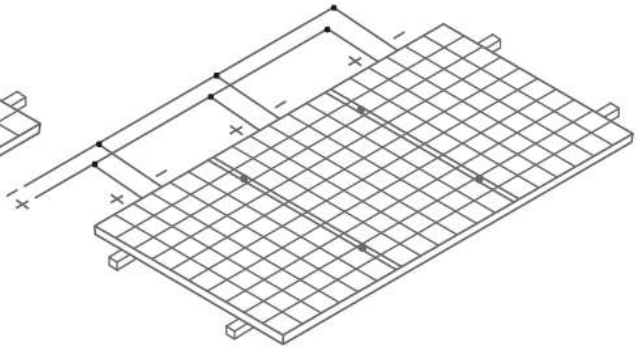

Figure 5 Connection in parallel
- When connected in parallel, the current output is equal to the sum of each string's current (as shown in Figure 5). Fuse is necessary for each module string. Take reference to the local regulation. Recommended maximum parallel Modules configurations: Fuse rating/(1.3* short-circuit current).